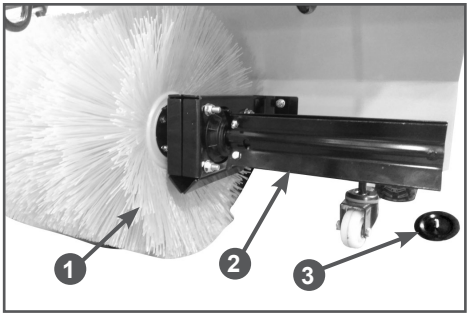

Рис. 14 Снятие щетки
1. Открутите винт крепления крышки 3 держателя и снимите щетки 1 с держателей 2 (Рис. 14).